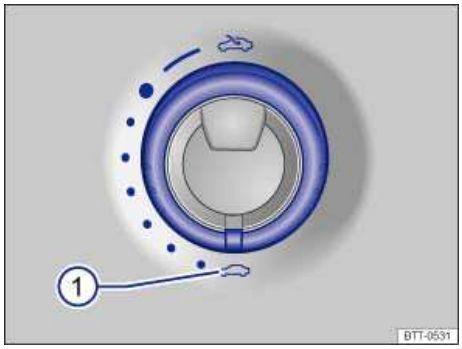

Fig. 33 In the headliner: Sunroof rotary switch.
- The switch must be rotated to the “Closed” position ⇒ fig. 33 (1).